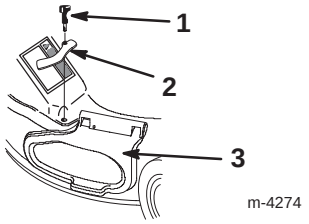

Abbildung 37
4. Die Schraube und die Klammer der Seitenabdeckung entfernen. Dann die Schraube wieder im Loch anbringen und die Klammer zurücklegen (Abb. 37).
5. Die Abdeckung der Seitenöffnung hochziehen (Abb. 37).
6. Die Klammer der Seitenabdeckung und den Knopf zur Befestigung der Abdeckung wieder anbringen (Abb. 37 und 39).